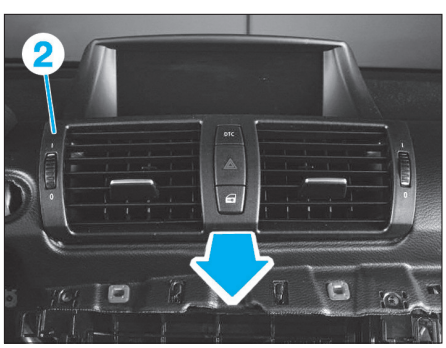

Fig. 37
• Dégrafer l'aérateur central (2) puis débrancher les connecteurs **(Fig.37)**.